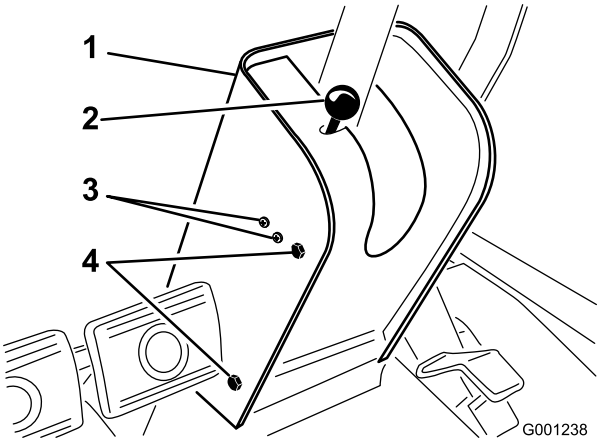

Figuur 61
2. Verwijder de knop van de parkeerremstang en de schroeven van de kap van de stuurkolom (Figuur 61).
4. Draai de schroeven en moeren los waarmee de PARKEERREMSCHAKELAAR is bevestigd aan de linkerzijde van de stuurkolom (Figuur 61).